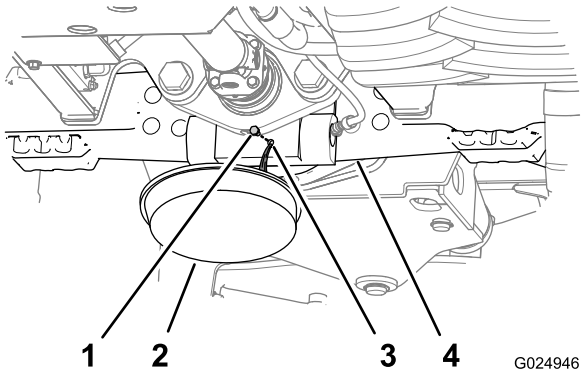
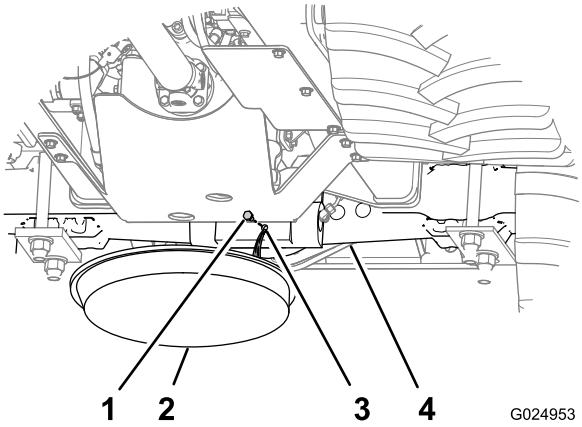

Figura 87
Figura 88
1. Coloque un recipiente de vaciado debajo de la caja de piñones del eje (Figura 87 y Figura 88)
2. Retire los tapones de la mirilla y del orificio de vaciado de la caja de piñones de los ejes (Figura 87 y Figura 88).